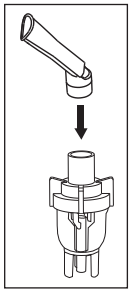

Fig. 10
1) Attach the angled mouthpiece or optional mask to the top of the Nebulizer, *Fig. 10.*